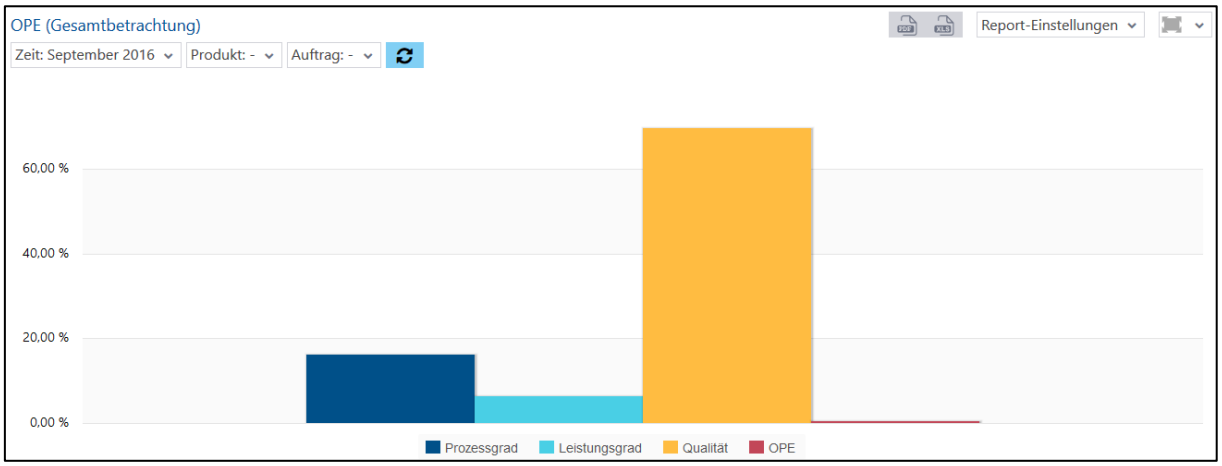

**Bild 138: OPE-Report als Säulendiagramm**
- OPE-Report als Säulendiagramm (Bild 138):